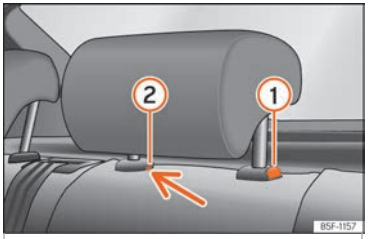

Fig. 110 Rear headrest: removal.
• Press button ››› Fig. 110 ①, while simultaneously pressing on the security hole ② with a flat screwdriver a maximum of 5 mm wide, and remove the headrest.